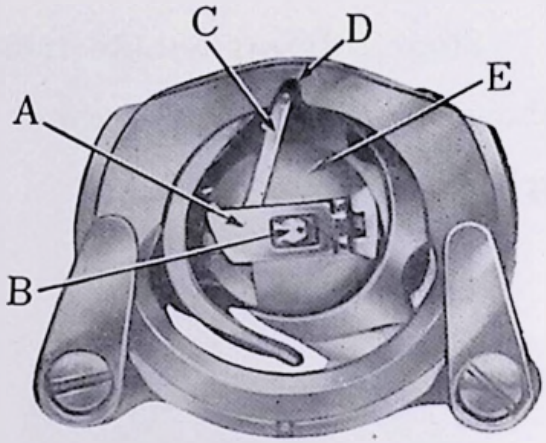

Fig. 8
Open cover plate left of the needle. Hold the bobbin case latch, (A), Fig. 8, between the thumb and forefinger of the left hand, with at least three inches of thread running from the top of the bobbin case to the right. Insert and center the bobbin case on the stud of the shuttle body, (B). Be sure the bobbin case finger, (C), is opposite shuttle race notch, (D).